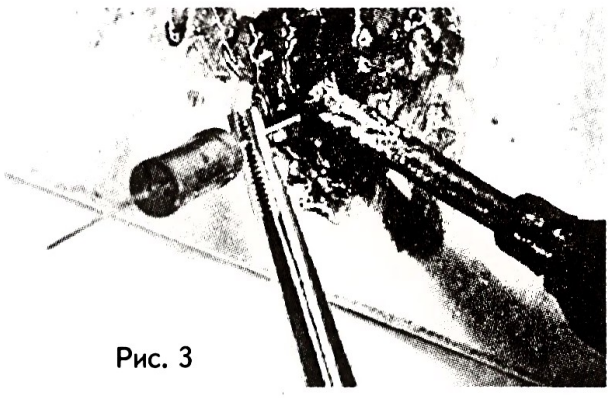

Рис. 3
– облудить спаиваемые поверхности; для этого жало нагретого паяльника опускают поочерёдно в канифоль (флюс) и припой; затем им совершают возвратно-поступательное движение по облуживаемой поверхности (рис. 3).